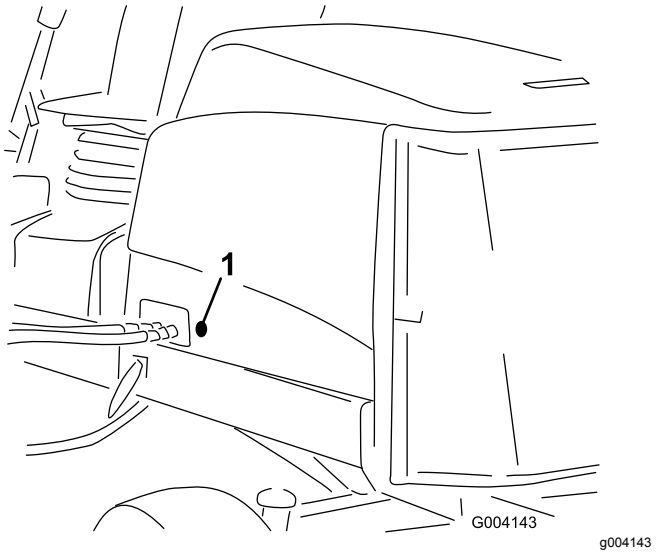

**Figur 16**
2. Ta bort den gummihylsa som sitter i hålet på motorhuvens vänstra sida (Figur 16).